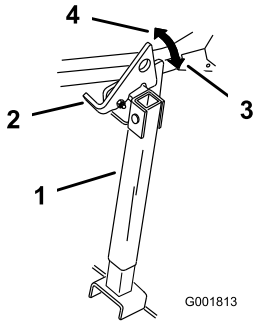

Figur 28
2. Løft klinken til ulåst position (Figur 28).